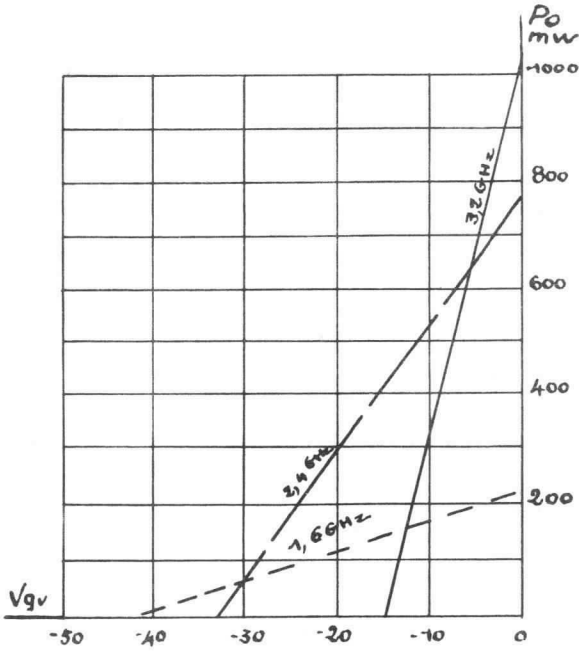

Figure 10
- Les figures 10 et 10 bis donnent respectivement un exemple de variation de P_o et Ia2 en fonction de la tension grille Vg.
Figure 10 bis